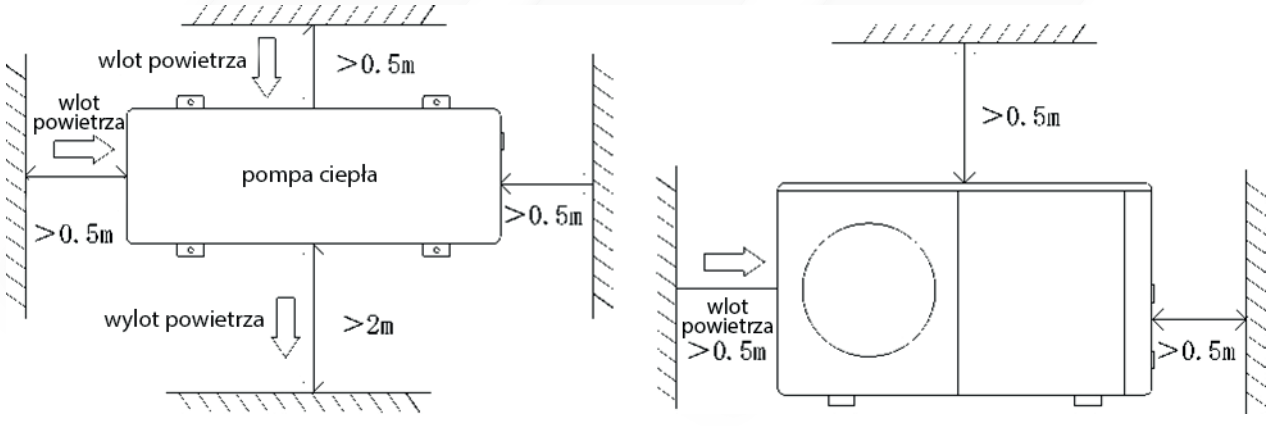

Rysunek 1
4. W celu umożliwienia wykonania konserwacji urządzenia oraz ewentualnych napraw należy zapewnić odstęp minimum 1m pomiędzy pompą ciepła a innymi obiektami i przeszkodami. Należy zapewnić odstęp minimum 2m od wylotu powietrza z urządzenia (patrz Rysunek 1)